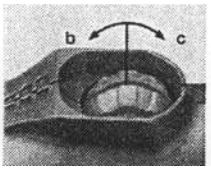

figure 3
Regelklep (2) sluiten door klep in richting "dicht" (afb. 3) te draaien. De brander kan op een uitklapbare steunvoet (8) geplaatst worden.